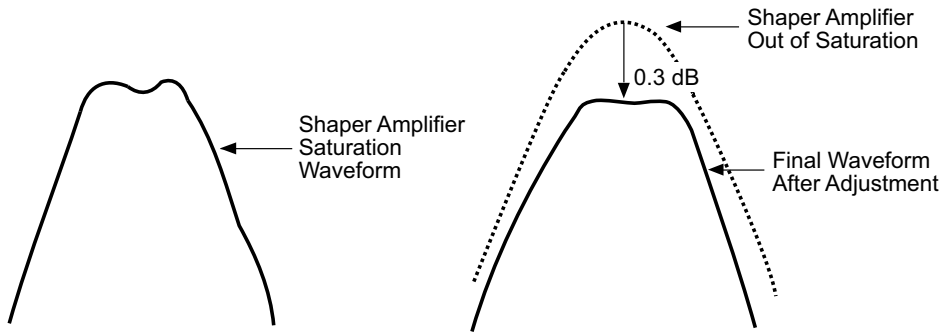

Figure 5-8. Limiter DAC Adjustment Waveforms
- **c.** Observe the displayed waveform to determine whether the shaper amplifier is being driven to saturation. This is indicated by a dip in the top of the waveform (Figure 5-8).